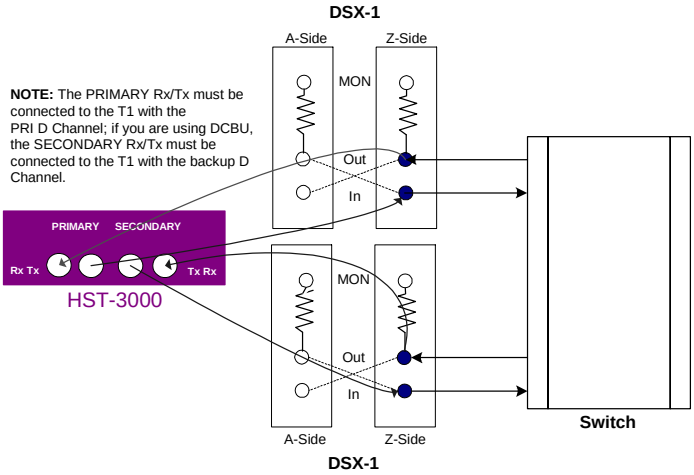

Figure 17 NFAS connection
7 Connect the HST-3000 to the test access point. Figure 17 illustrates a NFAS connection.
- For an illustration of an NFAS connection, see Figure 17 on page 166.